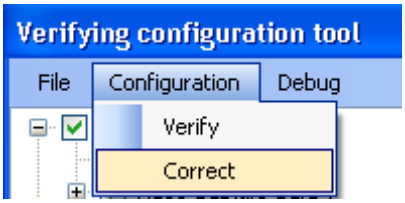

Figure 12.14-20 Correcting the INTELLECT configuration
5.2 Go to the “Configuration” menu on the control panel and select the “Correct” item (Figure 12.14-20).